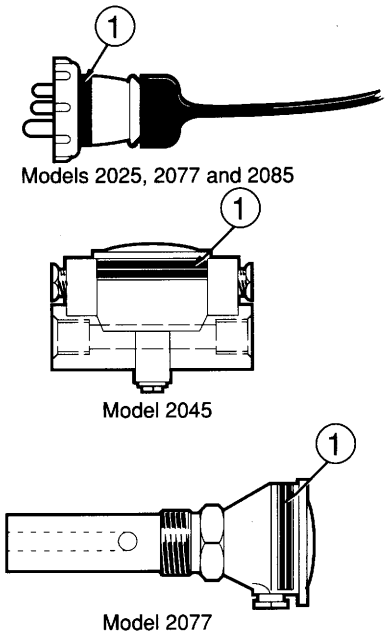

Fig 2.3 Checking the Conductivity Cell Code Number
2.3 Checking the Conductivity Cell Code Number – Fig. 2.3